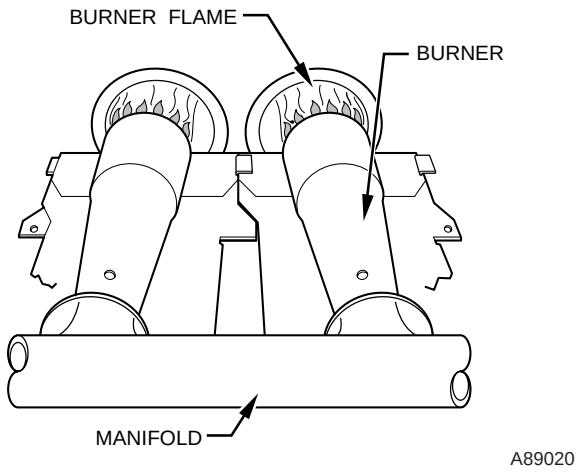

**Fig. 59—Burner Flame**
g. Look through sight glass in burner enclosure and check burner flame. Burner flame should be clear blue, almost transparent. (See Fig. 59.)